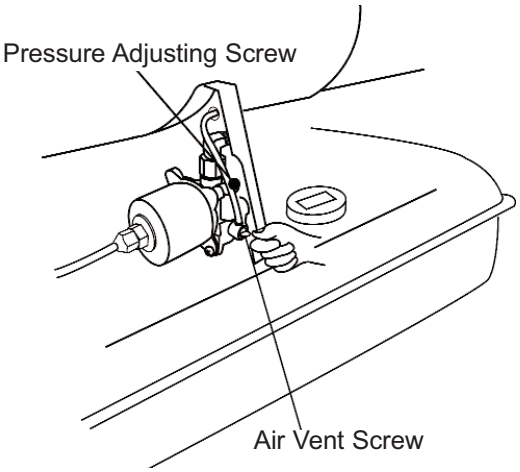

Figure 13. Pump Pressure Adjustment
4. Adjust pump pressure by turning pressure adjusting screw. See Figure 13.